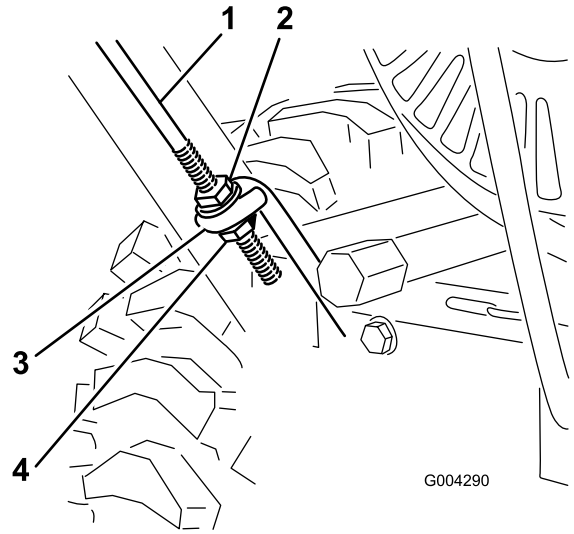

Figur 4
3. Skru en flangemøtrik (ikke flangelåsemøtrikken) på med flangen nedad på traktionsstangen, der sidder til venstre for håndtaget (Figur 4).
4. Placer venstre side af håndtaget mod siden af maskinen, og sæt enden af traktionsstangen gennem det nedre traktionsstangøje (Figur 4).
1. Skru flangelåsemøtrikken (med flangesiden opad) på bunden af traktionsstyrestangen under øjet i den nedre traktionsstang (Figur 4).